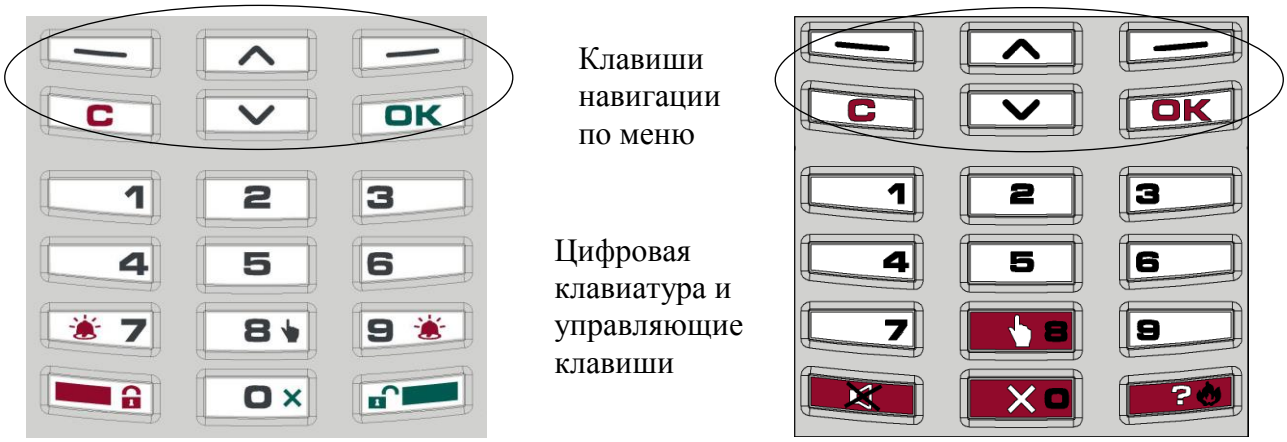

Рисунок 2
2.8.1.5 Пульты имеют клавиатуру управления (рисунок 2) в нижней части которой расположены клавиши с цифрами "1"-"9","0", а также клавиши с символами "" (взять), "" (снять), "X" (сбросить) и др.